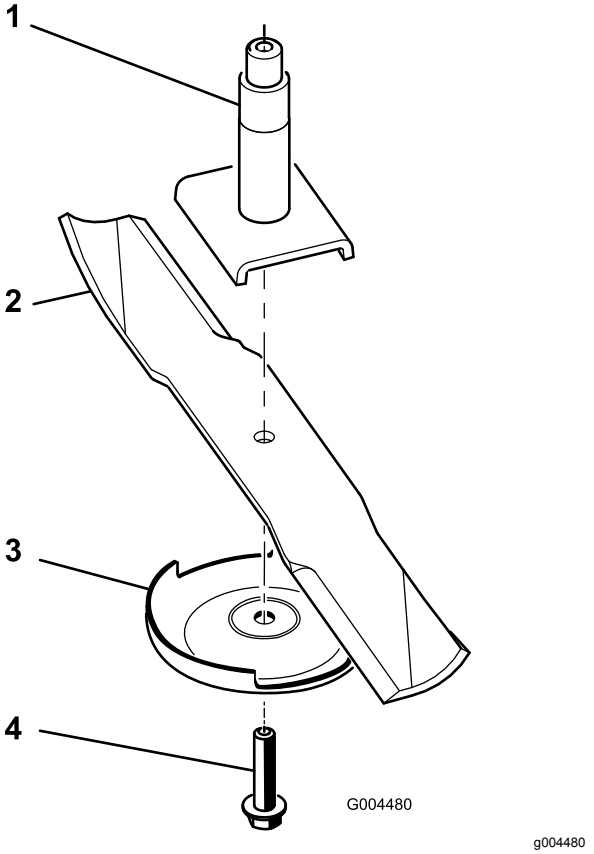

Figur 71
Obs: Om kniven stannar kvar i ett horisontellt läge är den i balans och kan användas. Om kniven inte är balanserad kan du fila bort lite metall från knivens segeldel (Figur 71). Upprepa proceduren tills kniven är balanserad.
1. Montera kniven på spindelaxeln (Figur 71).
2. Montera antiskalplåten och knivbulten (Figur 71).